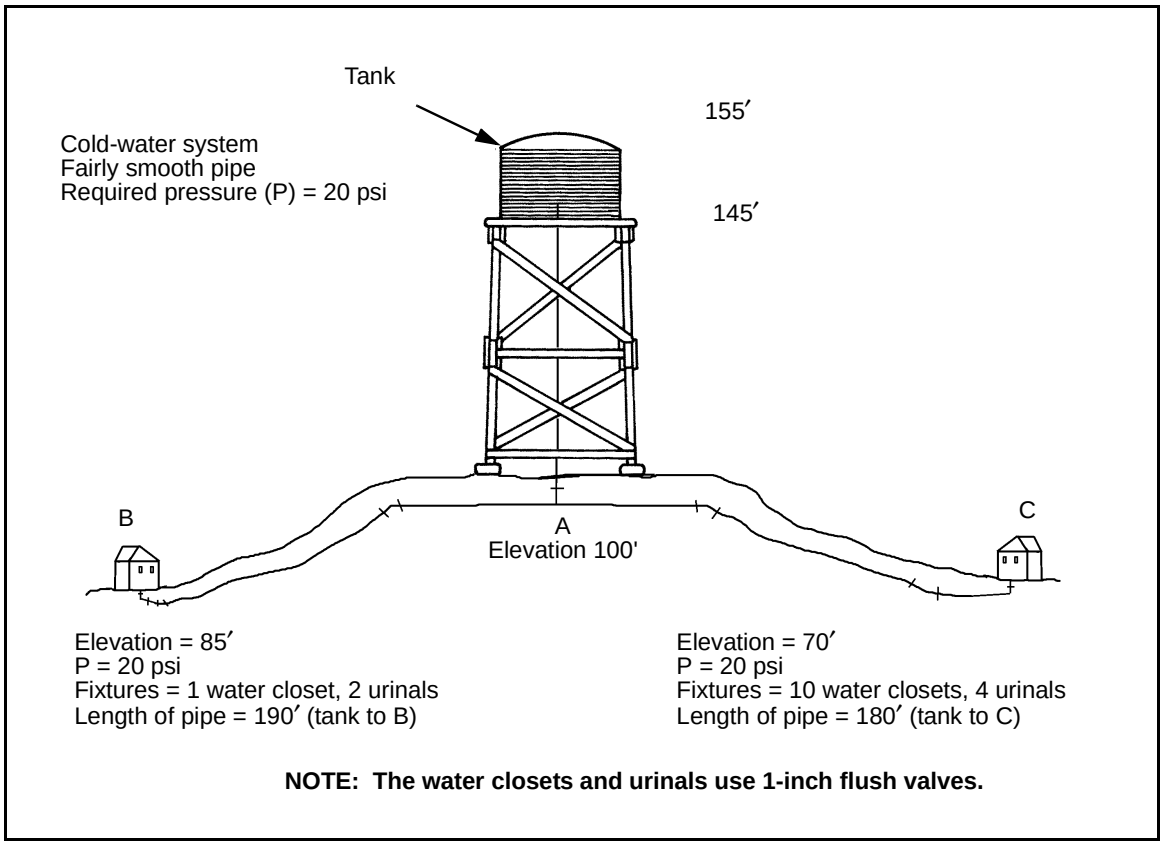

Figure E-5. Water Line, Design 2
Step 3. Determine the pipe length (*Figure E-5*).
Step 3. Determine the length of the pipe (*Figure E-5*).
Step 3. Determine the length of the pipe (*Figure E-5, page E-8*).